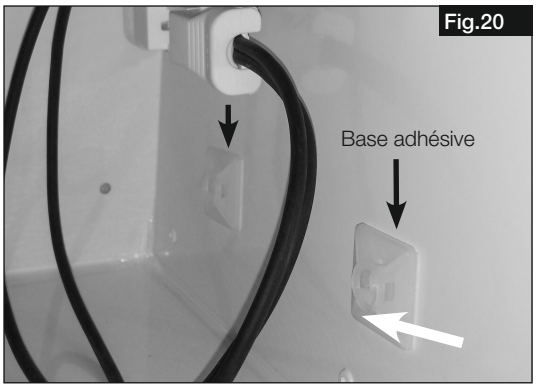

Fig.20
4. Pour cela, coller les bases adhésives à la paroi métallique (Fig.20).